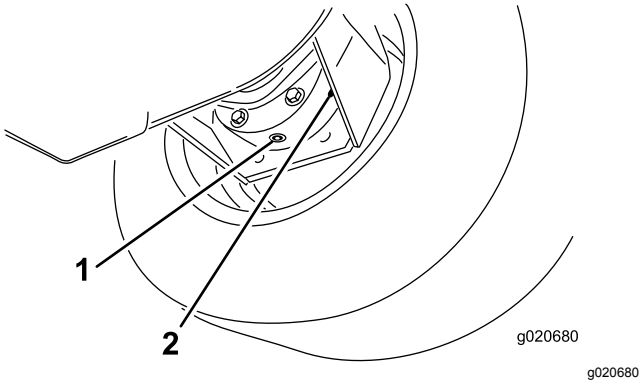

Figuur 90
3. Plaats een opvangbak onder de remkast, verwijder de aftapplug en laat de olie in de bak lopen (Figuur 90).